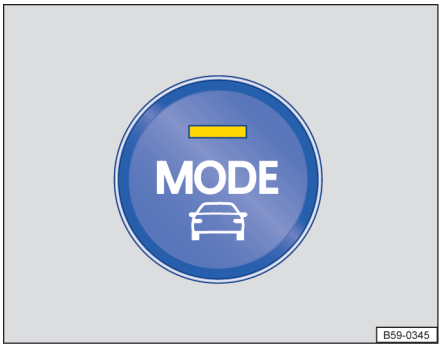

图 160 中控台下部：驾驶模式选择按键
– 按压驾驶模式选择按键 MODE → 图 160。驾驶模式选择菜单显示在信息娱乐系统的显示屏中。已激活的驾驶模式被选中。
– 按压驾驶模式选择按键 MODE → 图 160。驾驶模式选择菜单显示在信息娱乐系统的显示屏中。
– **或**:重新按下驾驶模式选择按键 MODE → 图 160，以便自动选择下一个未激活的驾驶模式。